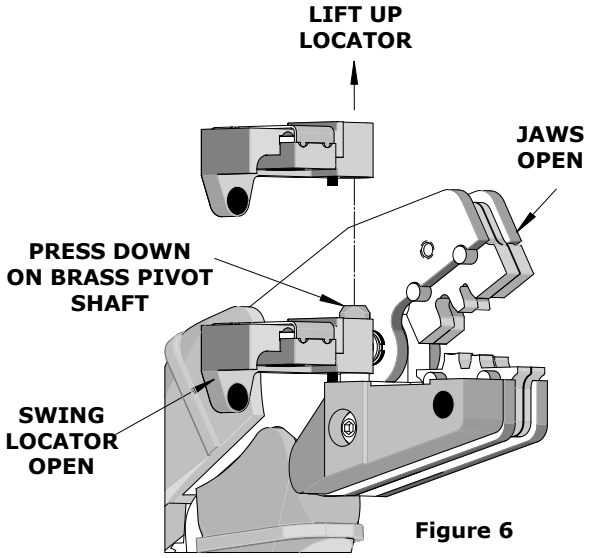

Figure 6
3. Firmly press down on the brass pivot shaft with your thumb while pulling up on the locator. Slip the locator off the top of the brass pivot shaft. See Figure 6.